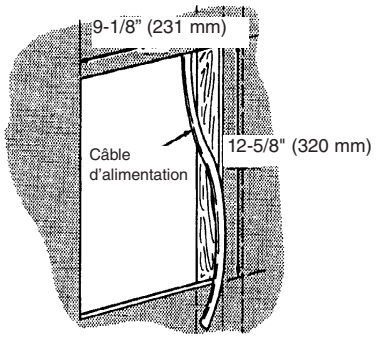

Figure 3
2. Marquez soigneusement et découpez un trou dans le mur ou le plafond, mesurant 9-1/8" (231 mm) sur 12-5/8" (320 mm), avec un des côtés le long d'un poteau mural ou d'une solive de plafond (Voyez la Figure 3).